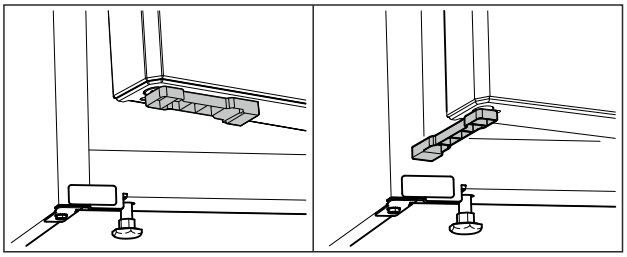

*Fig. 61 **
- ▶ Otočte distanční držák dveří o 90°. (viz Fig. 61) *